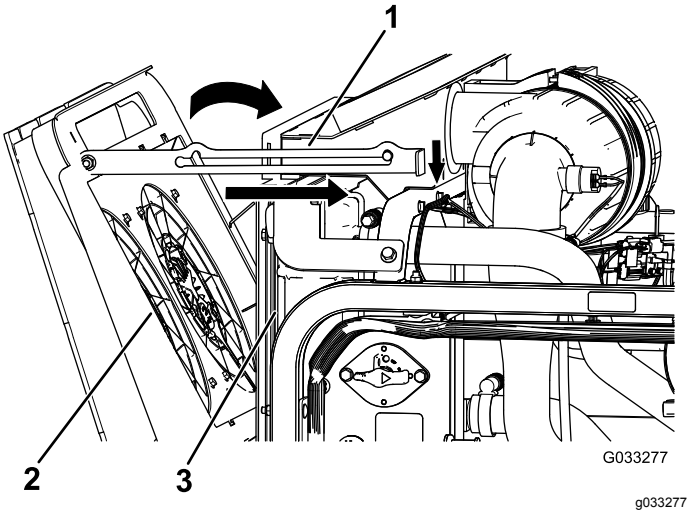

Figur 108
4. Drej motorkøleventilatorerne fremad og sæt støttepinden fast i hakket (Figur 108).